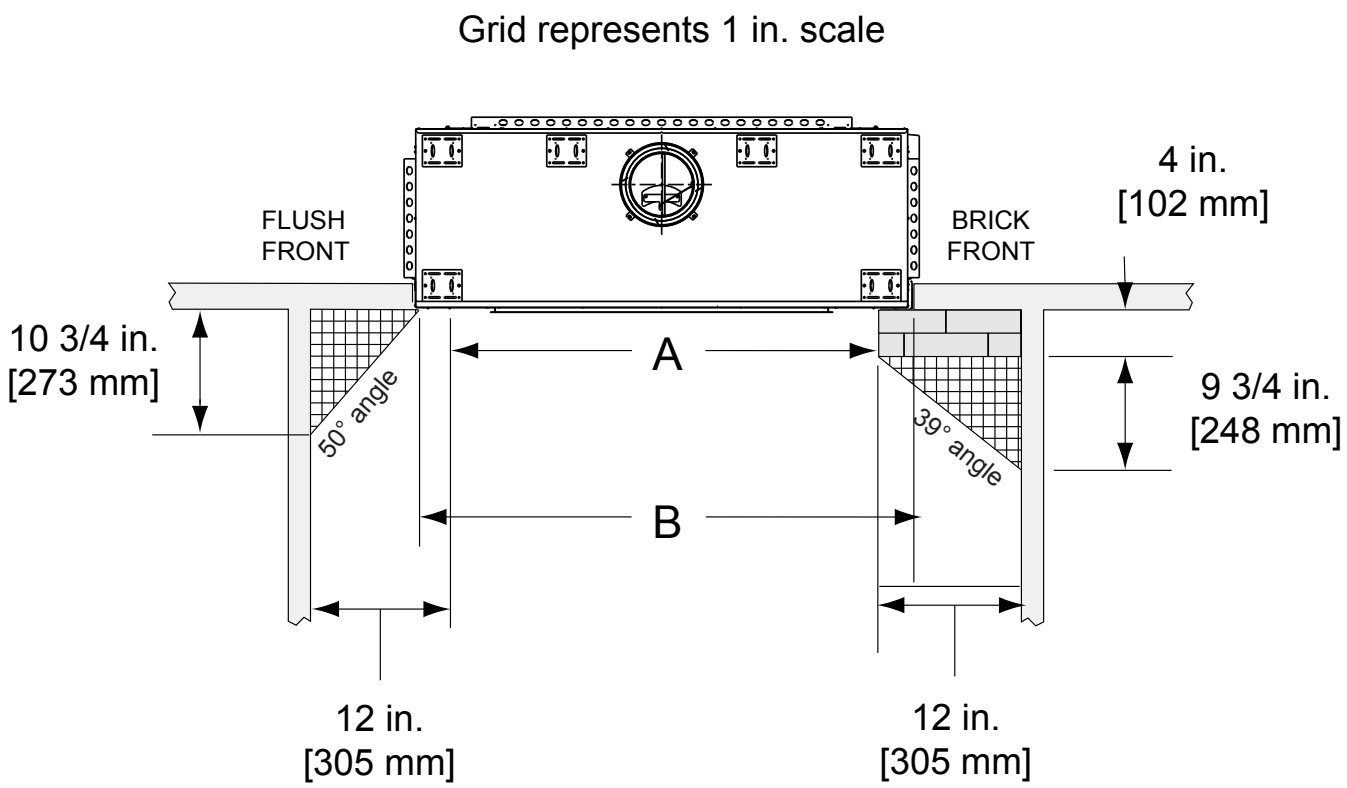

Figure 7.6 Mantel Leg, Surround or Wall Projection (acceptable on both sides of opening)
- Mantle leg, surround, stub wall, whether combustible or non-combustible, may be constructed as shown in Figure 7.6.